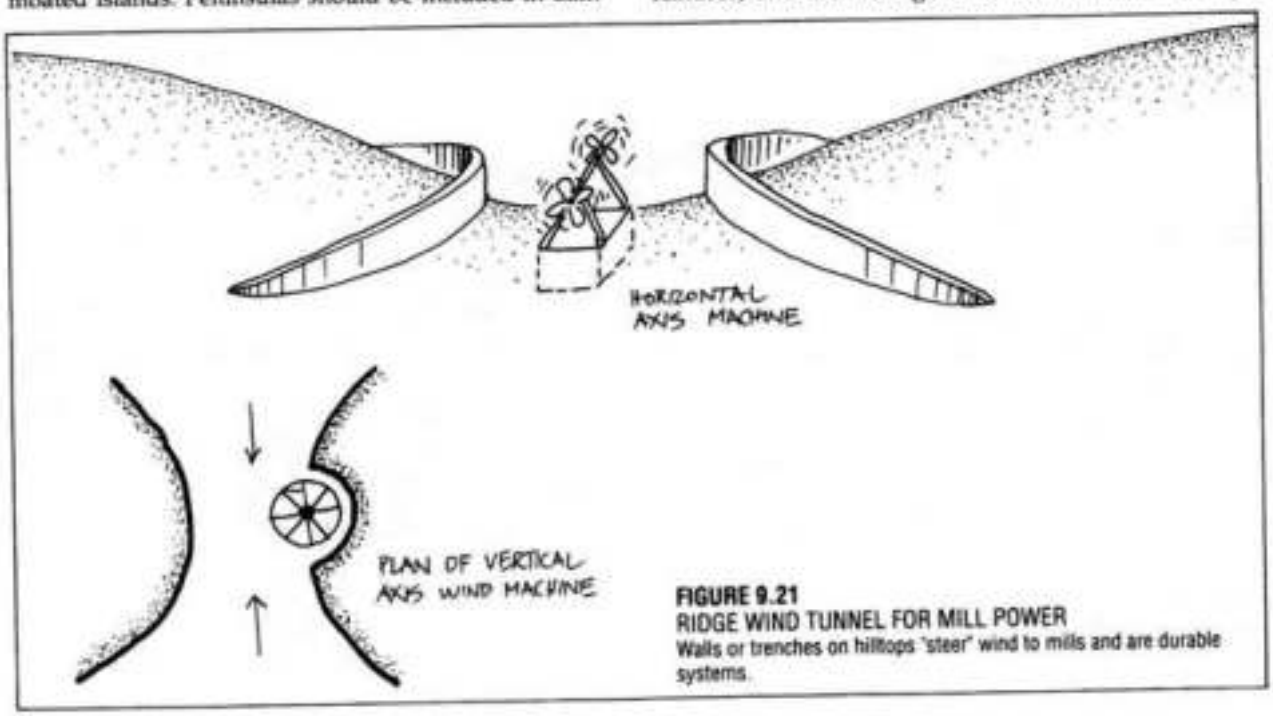

FIGURE 9.21
7. WIND AND WATER DEFLECTION. **Figure 9.21** illustrates a design based on older Afghan mills of a saddle or ridge wind tunnel for mill power. Systems for water diversion are discussed in Chapter 11.